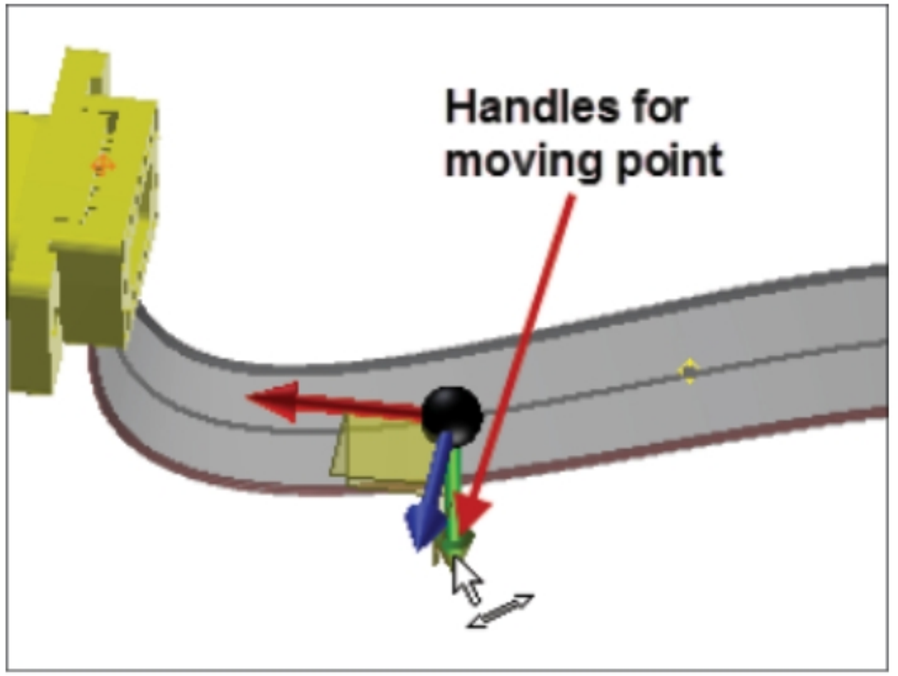

Figure-59. Handles for moving point of ribbon cable
- Click on the **3D Move/Rotate** option from the menu and using the handles move the point to desired location; refer to Figure-59.